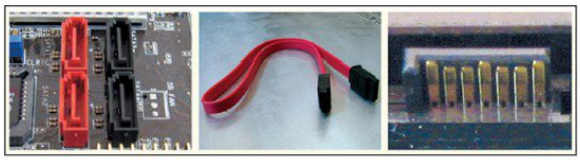

Bild 6: Stecksystem für SATA-Datenleitung
6. In **Bild 6** wird das Stecksystem für die Datenleitung einer SATA-Festplatte gezeigt.